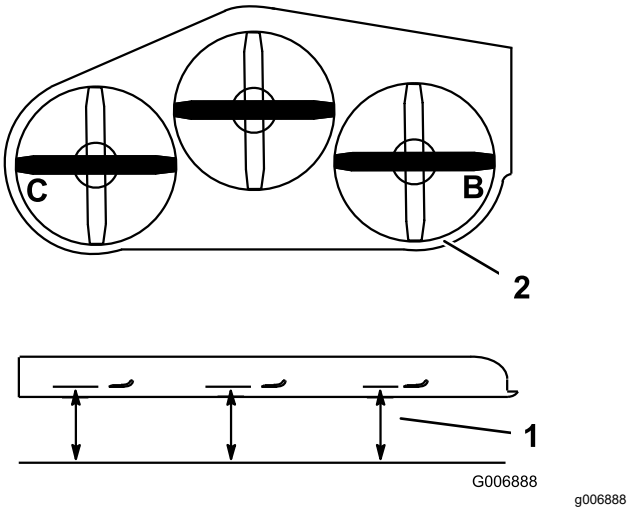

Figura 97
4. Mida en las posiciones **B** y **C** desde una superficie nivelada hasta el filo de corte de los extremos de las cuchillas (Figura 97).